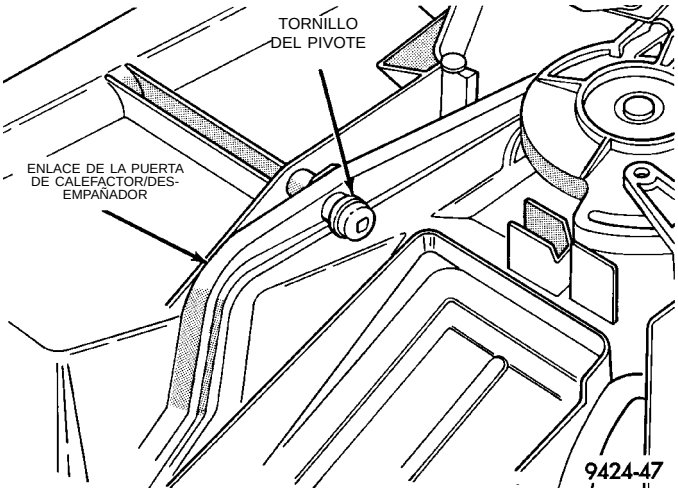

Fig. 54 Desmontaje del tornillo del pivote
(10) Retire el tornillo del pivote de enlace del calefactor/desempañador (Fig. 54).